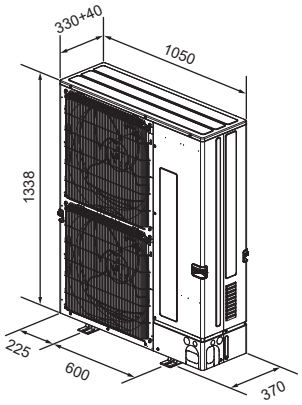

Fig. 2-3
2.3. Dimensioni (Sezione esterna) (Fig. 2-3)